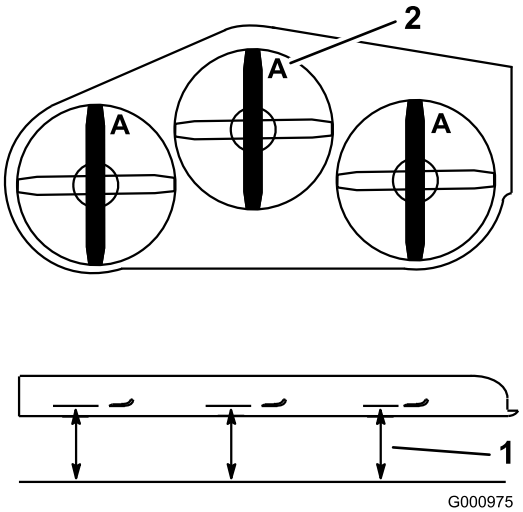

Figure 77
3. Tournez les lames dans le sens longitudinal. Mesurez la distance entre la surface plane et le tranchant (position **A**) des lames (Figure 77). Notez cette valeur.